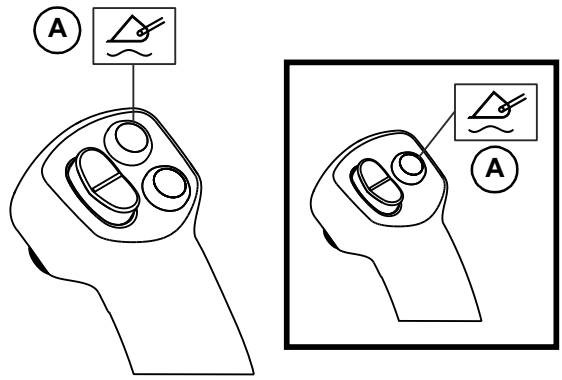

Fig. 30 – Lift Arm Float Buttons
Lift arm float is activated by lowering the attachment to the ground and using button (A, Fig. 30) on the right joystick. Press button (A) to activate float; press and hold button (A) for 5 seconds to engage continuous float activation. Press button (A) and quickly release to deactivate float.